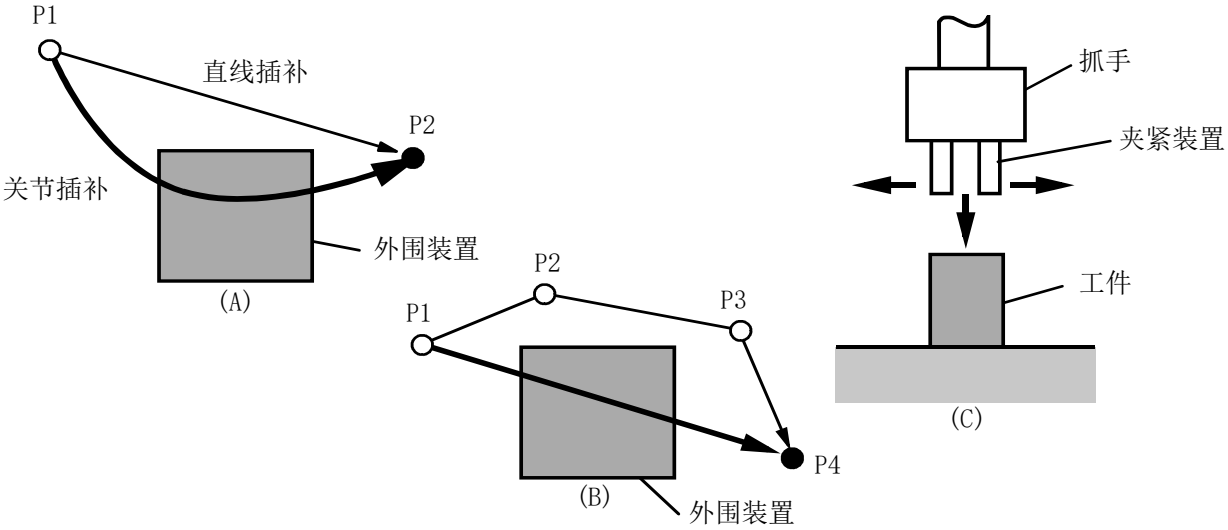

图 1-2：示教时的作业错误示例
作为参考，示教作业中机器人与外围装置或工件之间容易发生的干涉示例如图 1-2 所示。在图 1-2 中，(A) 表示从 P1 至 P2 以直线插补进行移动时由于误进行了关节插补移动所导致的干涉； (B) 表示应从 P1 经由 P2 及 P3 移动至 P4 时由于误进行了直接移动至 P4 所导致的干涉； (C) 表示抓手的夹紧装置应以张开状态接近工件时被误以夹紧状态接近了工件时导致的干涉。